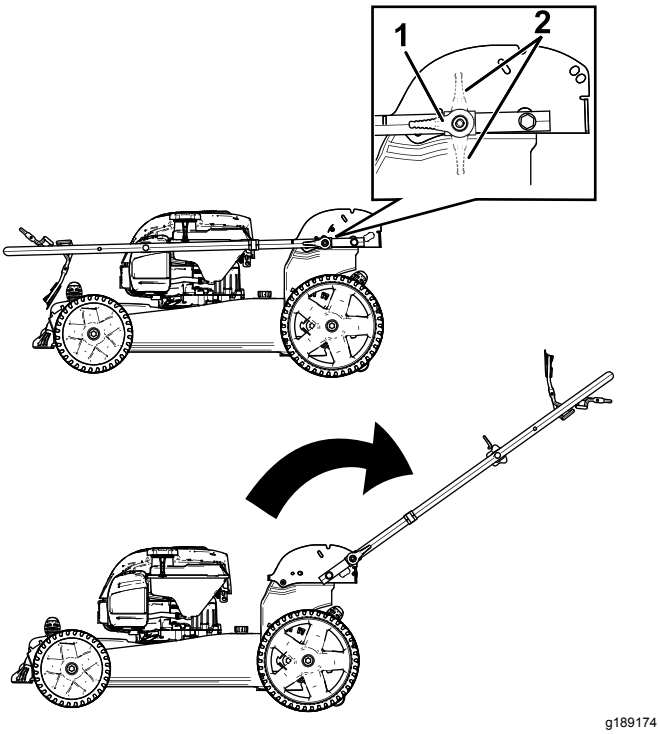

Рисунок 3
1. Разблокируйте фиксаторы рукоятки (Рисунок 3).
2. Переместите рукоятку назад в рабочее положение (Рисунок 3).